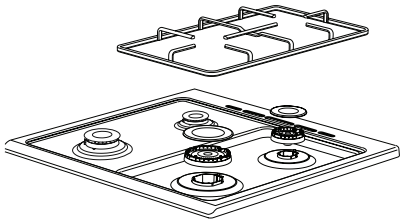

Figura 1
**1.** Sollevare la griglia, il coperchio del bruciatore e il bruciatore del prodotto in modo che l'iniettore sia visibile. (vedi figura 1)